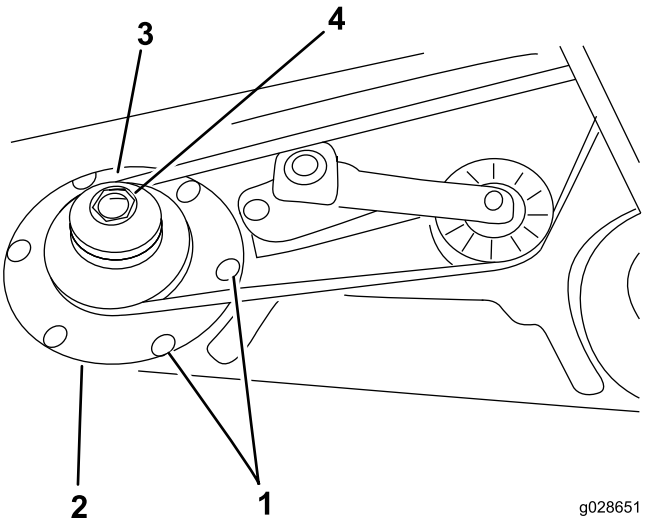

Figura 4
4. Retire a correia da polia direita (Figura 4).
5. Retire os seis parafusos da carroçaria e seis porcas flangeadas que fixam o conjunto da caixa do eixo e o anel de suporte à unidade de corte (Figura 4). Guarde o equipamento.
9. Deslize a nova polia dupla para o eixo (Figura 4).